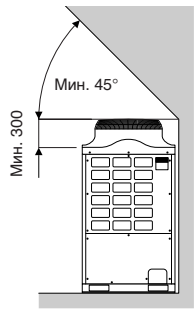

Fig. 2-4
(2) Верхние препятствия (Fig. 2-4)